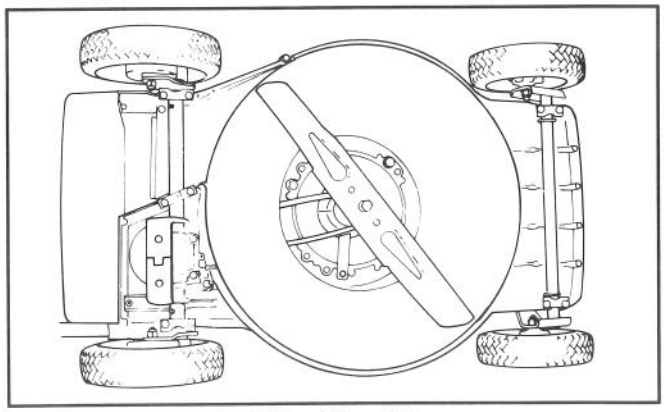

Afbeelding 30
2. Leg de maaier op zijn linker zijde (Afb. 30). Pas op dat het mes niet draait. Dit kan tot problemen bij het starten leiden.